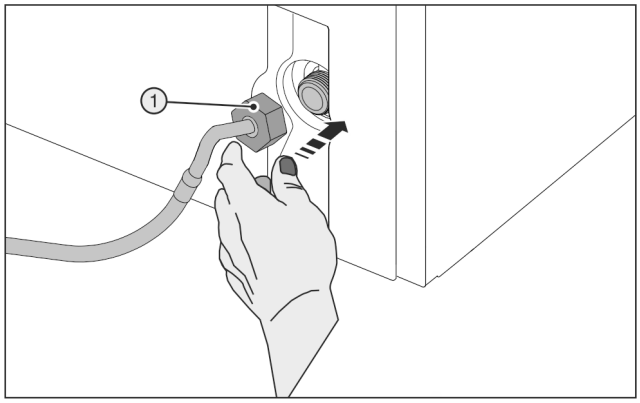

Fig. 28
▶ Mutter *Fig. 28 (1)* vorsichtig ansetzen und gerade auf Gewinde schrauben.
▶ Mutter *Fig. 28 (1)* vorsichtig ansetzen und mit zwei Fingern gerade auf Gewinde schrauben, bis ein sicherer, fester Sitz erreicht ist.
▶ Mutter *Fig. 28 (1)* mit Hilfswerkzeug *(5)* im Uhrzeigersinn festziehen bis maximales Drehmoment erreicht ist und Hilfswerkzeug *(5)* überdreht.